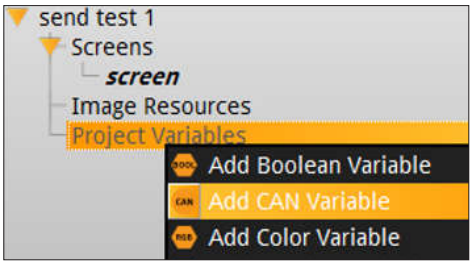

Figure 17. Adding a CAN Variable in the Project Browser.
1. Go to the Project Browser in the top left-hand area of the workspace and select Project Variables from the tree. Right-click and select “Add CAN Variable” from the context menu (see Figure 17).